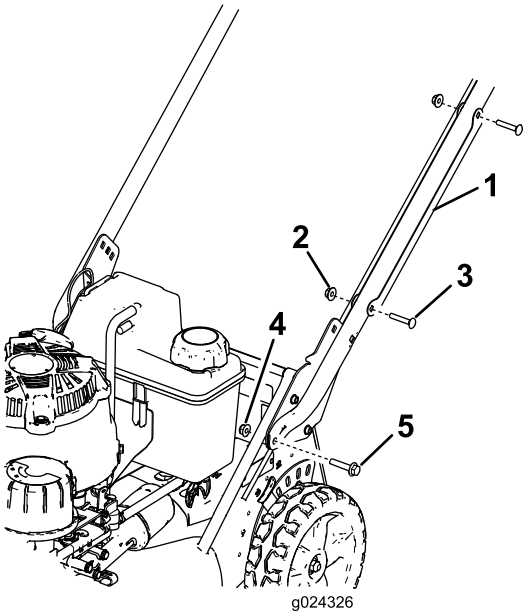

Figur 3
1. Avlägsna kabelskyddet från handtaget (Figur 3) genom att ta bort de två vagnskruvarna och två låsmuttrarna som håller kabelskyddet på plats.
2. Montera handtagsändarna på klipparkåpan med två sexkantsflänsskruvar (5/16 x 1–1/2 tum) och två flänsmuttrar (5/16 tum) enligt Figur 3.
1. Vagnskruv – 5/16 x 1–1/2 tum (2)
2. Handtagsfäste (2)
3. Flänsmutter – 5/16 tum (2)
6. Placera kabelskyddet på handtaget med kabeln eller kablarna innanför skyddet. Fäst skyddet på handtaget med de två vagnskruvarna och två låsmuttrarna som du tidigare tog bort (Figur 3).